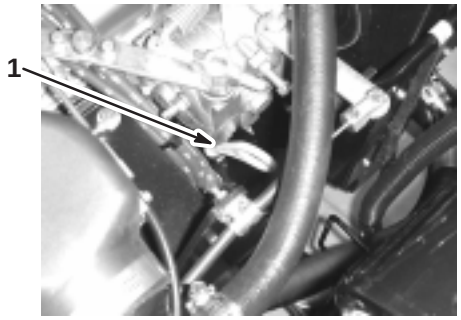

Figure 3
2. Remove the dipstick, located under the passenger seat, and wipe it with a clean rag (Fig. 3). Insert the dipstick into the tube and make sure it is seated fully. Remove the dipstick and check the oil level.